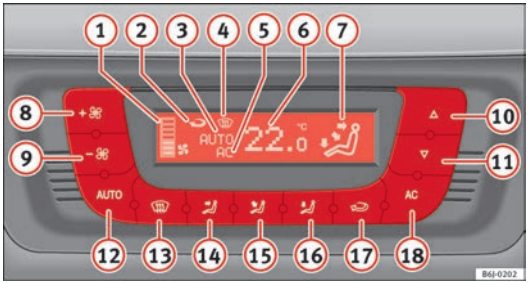

Fig. 103 Climatronic controls on the dash panel
– Press keys (10) and (11) ⇒ fig. 103 to adjust temperature.
(1) Blower level indicator.
(2) Air recirculation display:
(3) Display **AUTO** (Automatic operation)
(4) Demisting indicator
(5) AC indicator (Cooling connected)
(6) Interior temperature indicator selected
(7) Air flow direction indicator
(8) Fan speed increase
(9) Fan speed decrease
– Press the button AUTO. The indication ⇒ fig. 103 7 is visible.
– Press keys 10 and 11 ⇒ fig. 103 to adjust the desired temperature inside the vehicle. We recommend you adjust the temperature to 22°C (72°F).
– Press one of the buttons ⇒ fig. 103 14 to 16 or press the blower control 8 and 9 down. The indicator is switched off 3.
The blower can be adjusted with buttons 8 and 9 ⇒ fig. 103. If the blower is off (level 1 is not shown on the screen) and button 9 is kept pressed down, the Climatronic switches off. Then **OFF** is displayed on the screen.
– Press the button to switch air recirculation mode on or off. This is ON if the symbol ⇒ fig. 103 is displayed on the screen.